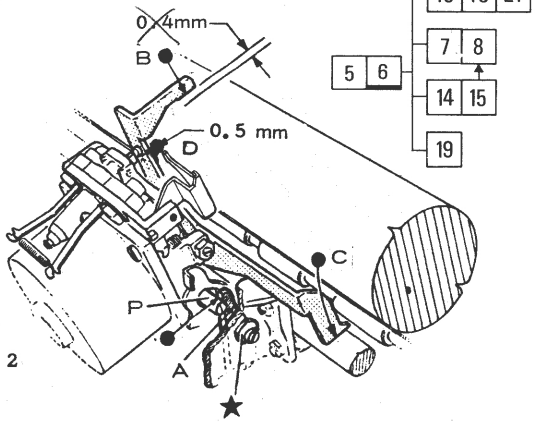

Fig. 2
- Portare il gruppo stampa in posizione di scrittura (il perno " P " contro l'arresto " A ") fig. 2